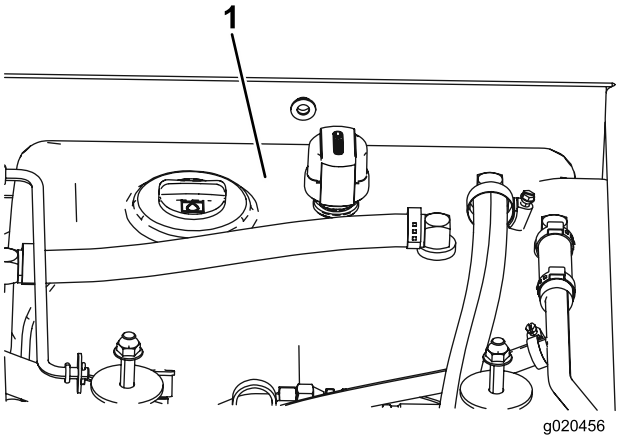

Bild 72
4. Füllen Sie den Hydraulikbehälter (Bild 72) mit Hydrauliköl, siehe Prüfen des Hydrauliköls (Seite 54).